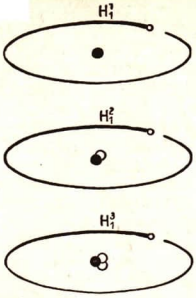

Abb. 225/1. Die Isotope des Wasserstoffs
Auch der Wasserstoff hat 3 Isotope: H_1^1, H_1^2 und H_1^3 (Abb. 225/1). In der Natur kommt in der Hauptsache der *leichte Wasserstoff* (H_1^1) vor. In sehr geringen Mengen findet man *schweren Wasserstoff* (H_1^2). Man bezeichnet ihn auch als *Deuterium* (D). In dem natürlichen Wasser (H_2O) sind stets geringe Mengen des sogenannten *schweren Wassers* (D_2O) enthalten. Beide Arten lassen sich durch Elektrolyse trennen. Aus 5000 l Wasser kann man etwa 1 l schweres Wasser gewinnen. Schweres Wasser hat andere physikalische Eigenschaften, beispielsweise einen höheren Gefrierpunkt (3,8 °C) und einen höheren Siedepunkt (101,0 °C). Es gibt noch ein drittes Wasserstoffisotop (H_1^3), das man als *Tritium* (T) bezeichnet. In geringen Spuren kommt es in der Erdatmosphäre vor. Die Kerne der schweren und überschweren Wasserstoffatome bezeichnet man als *Deuteronen* und *Tritonen*.